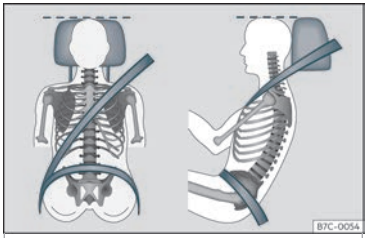

Abb. 3 Richtiger Gurtbandverlauf und richtige Kopfstützeneinstellung.
• Kopfstütze so einstellen, dass die Oberkante der Kopfstütze sich möglichst auf einer Linie mit dem oberen Teil des Kopfs – jedoch nicht niedriger als Augenhöhe – befindet. Den Hinterkopf so nah wie möglich an der Kopfstütze positionieren››› **Abb. 3**.